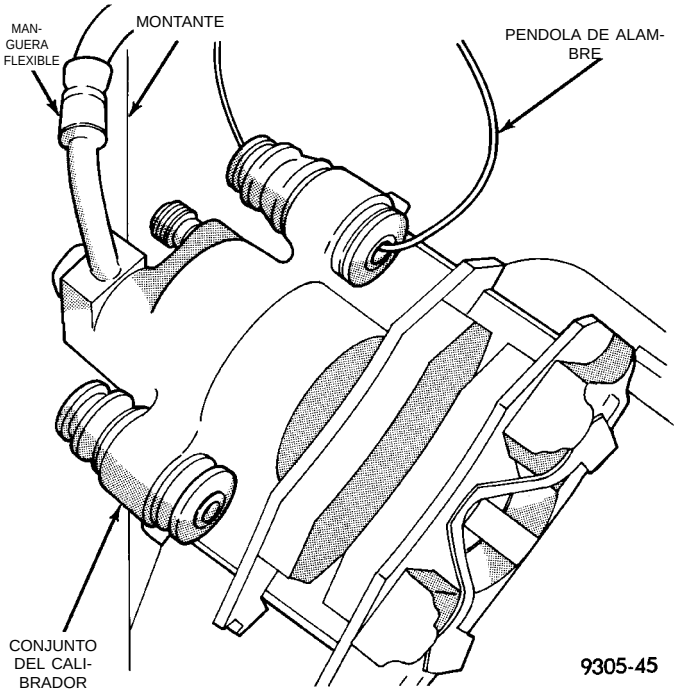

Fig. 12 Sostén del calibrador trasero
(1) Eleve el vehículo sobre gatos fijos o centrado sobre un elevador del tipo de contacto de bastidor. Para informarse sobre el procedimiento de elevación requerido, consulte Elevación, en la sección de Lubricación y mantenimiento de este manual.
(2) Retire la rueda y el neumático trasero del vehículo.
(3) Si el vehículo tiene instalados frenos de disco traseros, retire el calibrador trasero del adaptador. Para informarse sobre el procedimiento de desmontaje de calibrador requerido, consulte Frenos de disco traseros en Frenos, Grupo 5 de este Manual de servicio. Una vez retirado el calibrador, sostenga el calibrador colgándolo del bastidor del vehículo (Fig. 12). No lo cuelgue de la manguera de freno flexible.